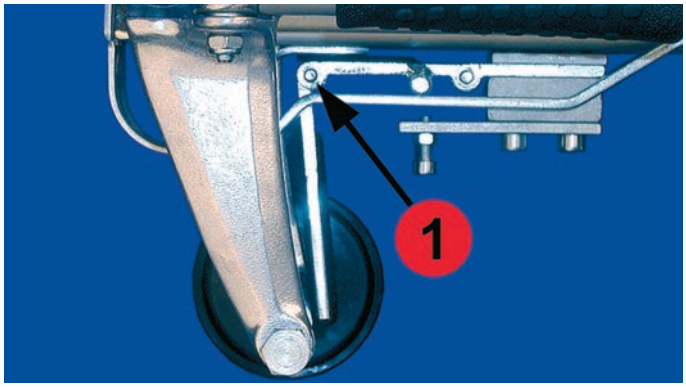

Bild 14
■ Zum Fahrgestell kann eine Ausfahrsicherung (Bild 14/1) mitgeliefert werden.